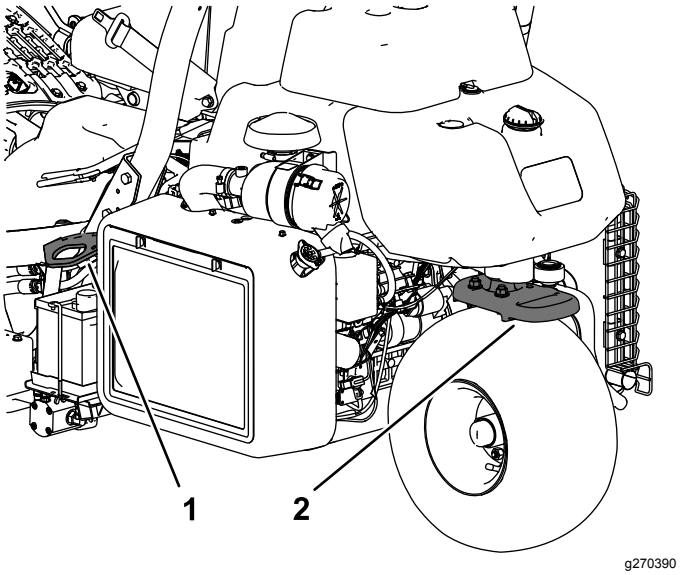

Figur 27
- Bind fast maskinen så att den sitter säkert med spännband, kedjor, vajrar eller rep. Både de främre och bakre spännremmarna ska vara riktade nedåt och ut från maskinen. (Figur 27).